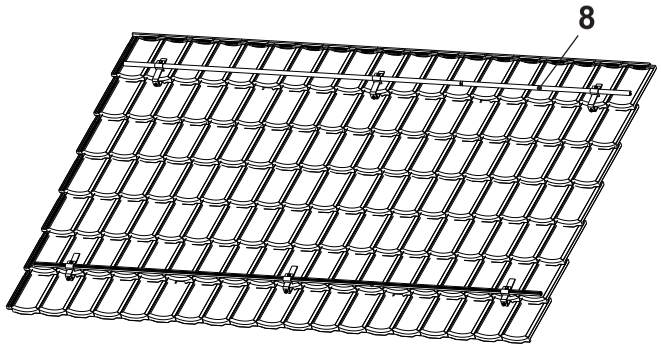

Figure 17
24. Install the **upper** holder tube section (8, Figure 17) as described in steps 19 and 20